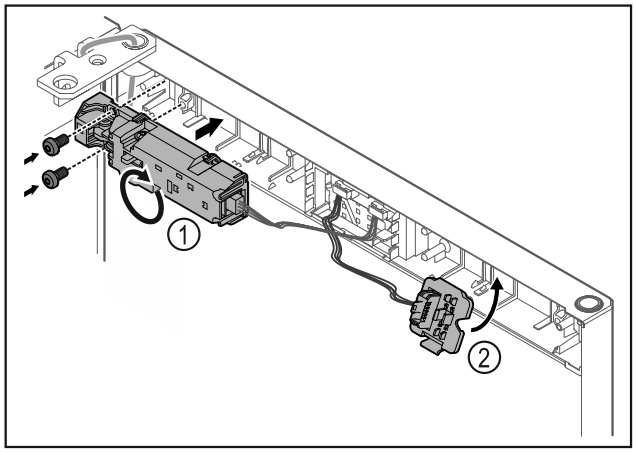

Fig. 11
▶ Rotiți încuietoarea de la distanță *Fig. 11 (1)* cu 180° și fixați-o pe partea opusă.
▶ Fixați în poziție suportul fișei *Fig. 11 (2)* pe partea opusă.*